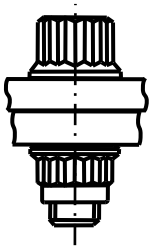

FIGURE 3 – SELF-LOCKING AND FREE RUNNING NUTS ON BOLTS
a) Self-locking or free-running nuts assembled onto bolts (see Figure 3)